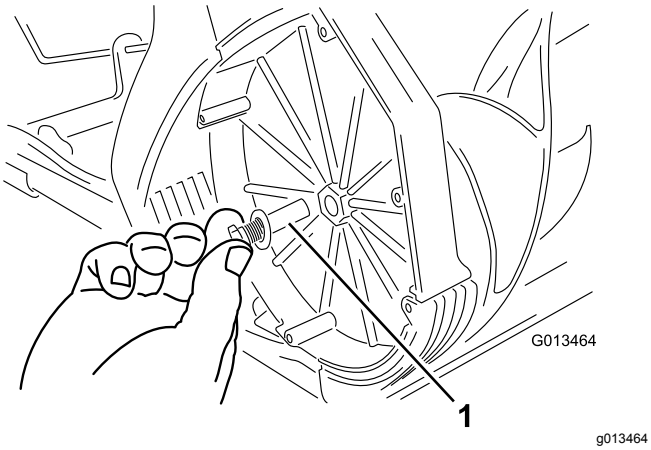

Figur 16
2. Fjern rotorstiften (Figur 16).